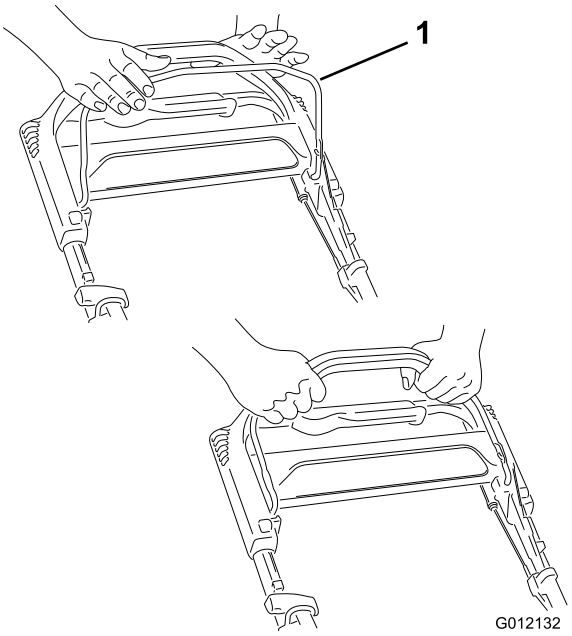

Figuur 11
1. Houd de bedieningsstang van het maaimes (Figuur 11) tegen de handgreep.